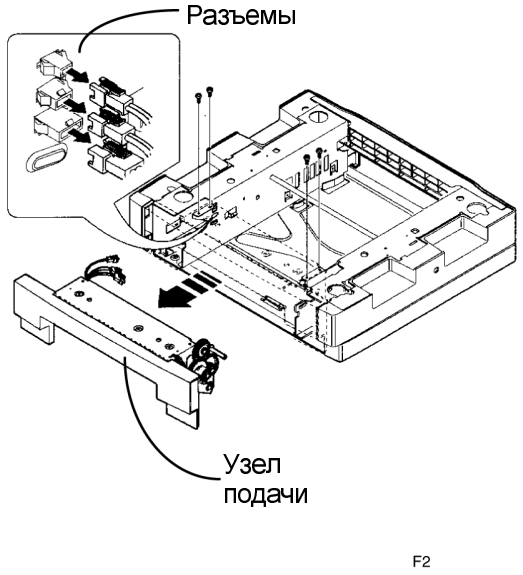

Рисунок 1. Снятие узла подачи из лотка 2
2. (Рисунок 1): Снимите узел подачи бумаги лотка 2.